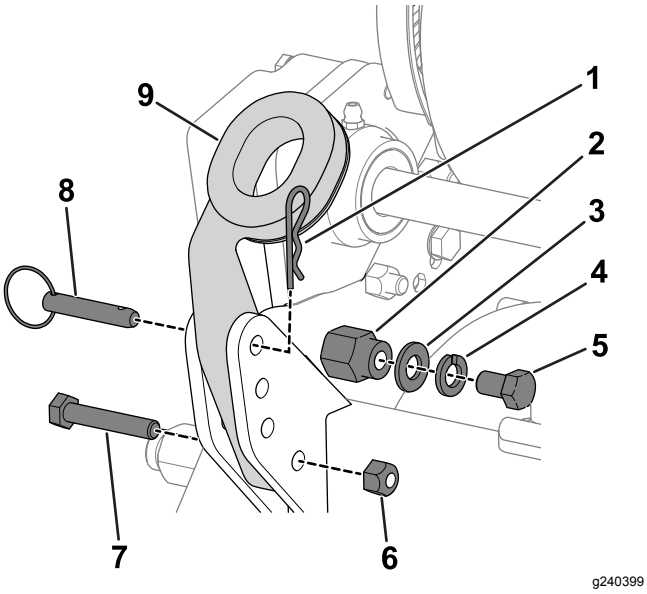

Figuur 3
1. Verwijder de bouten (5/16"), borgmoeren, ringpennen en R-pennen waarmee de onderkant van de handgreeparmen is bevestigd aan beide zijden van de machine (Figuur 3).
2. Verwijder de bouten (⅜"), ringen en borgringen van de montagepennen aan elke kant van de machine (Figuur 3).
3. Steek de uiteinden van de handgreep door de openingen in de handgreeparmen en houd de openingen recht voor de montagepennen (Figuur 3).
6. Gebruik de bouten (5/16"), borgmoeren, R-pennen en ringpennen die u eerder hebt verwijderd om de handgreeparmen te bevestigen aan de achterkant van het frame (Figuur 3).